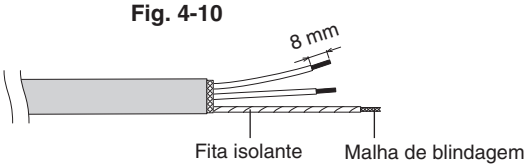

Fig. 4-11
(3) Remova o revestimento do fio de sinal. (Fig. 4-11)